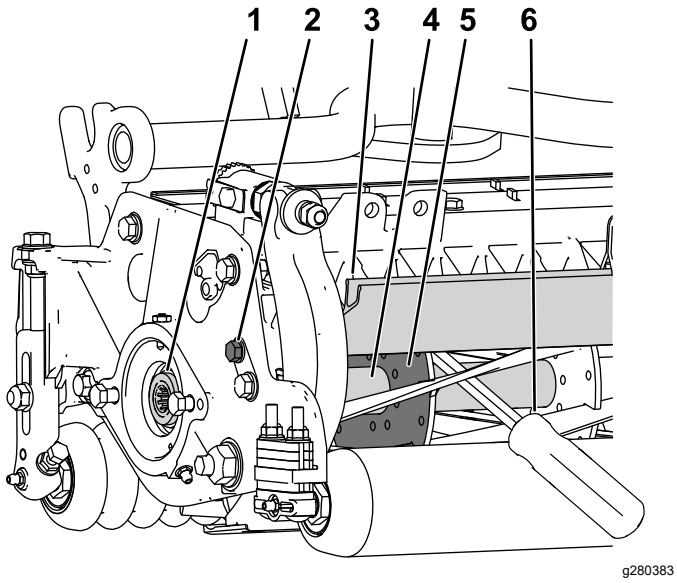

**Figur 28**
1. Lossa på skyddsskruven på klippenhetens vänstra sida och höj upp det bakre skyddet (Figur 28).
2. För in en bändstång med långt handtag (vi rekommenderar storleken ⅜ x 12 tum med skruvmejselhandtag) genom klippcylinderns baksida, närmast sidan på den klippenhet du ska dra åt (Figur 28).
3. Placera bändstången mot cylinderstödplattans svetsade sida (Figur 28).